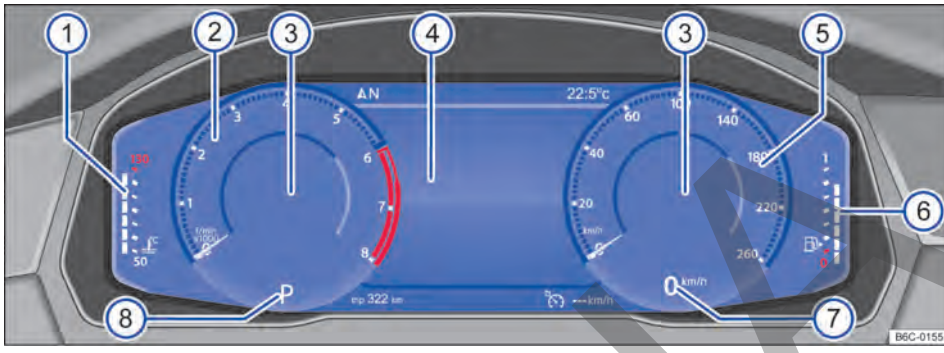

Fig. 9 Active Info Display (variante 1) en el tablero de instrumentos.
Explicaciones sobre los instrumentos→ fig. 9:
Dependiendo de la versión de la radio y del perfil de información seleccionado, el Active Info Display muestra información adicional en el centro de instrumentos redondos → fig. 9③.